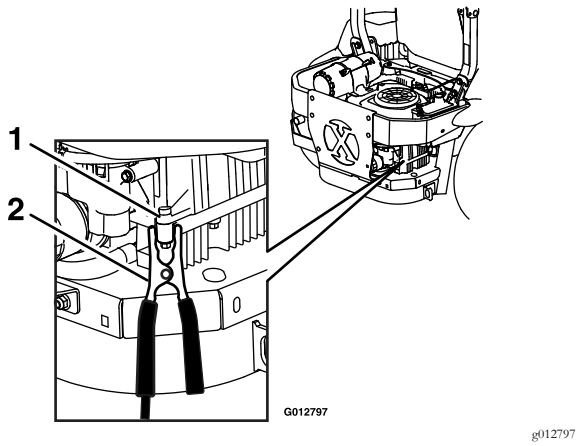

Figure 27
6. MAKE THE FINAL CONNECTION ON THE ENGINE BLOCK OF THE STALLED VEHICLE (NOT TO THE NEGATIVE POST) AWAY FROM THE BATTERY. STAND BACK (see Figure 27).